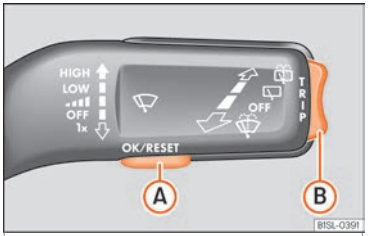

Fig. 34 Windscreen wipers lever: control buttons.
- If a message or vehicle symbol is displayed, press OK/RESET (››› **Fig. 34** Ⓐ).
- Press the top or bottom part of the rocker switch ››› **Fig. 34** Ⓑ until the desired option appears.